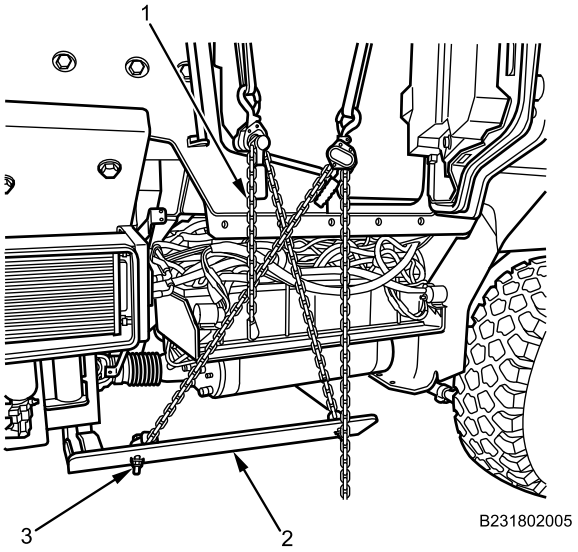

Figure 8. Right Side Chain Hoist.
12. Attach chain hoists (Figure 8, Item 1) to lower right side belly armor (Figure 8, Item 2) boltholes with two armor bolts (Figure 8, Item 3) and washers previously removed. Tension chain hoist as required to support belly armor plate.